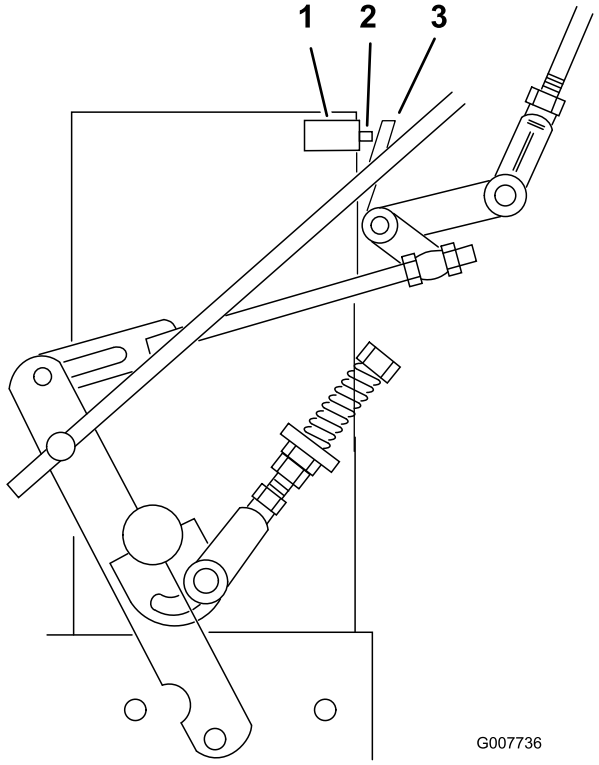

Figura 31
7. Compruebe que el interruptor de seguridad está oprimido y que queda un espacio de 8 mm entre la barra accionadora y el interruptor. (Figura 31).
8. Si es necesario, ajuste la posición del interruptor para crear el espacio de 8 mm (Figura 31).